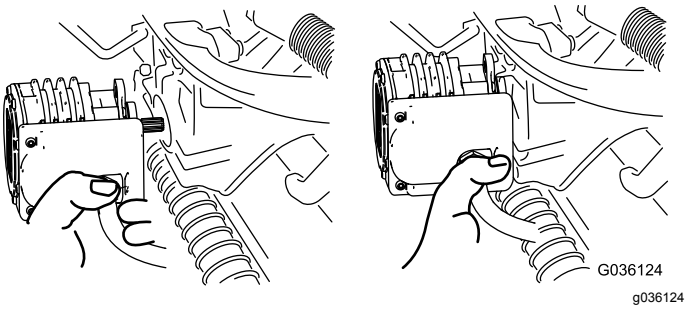

Figur 57
4. Flyt motoren hen i opbevaringspositionen foran på affjedringsarmen (Figur 57).